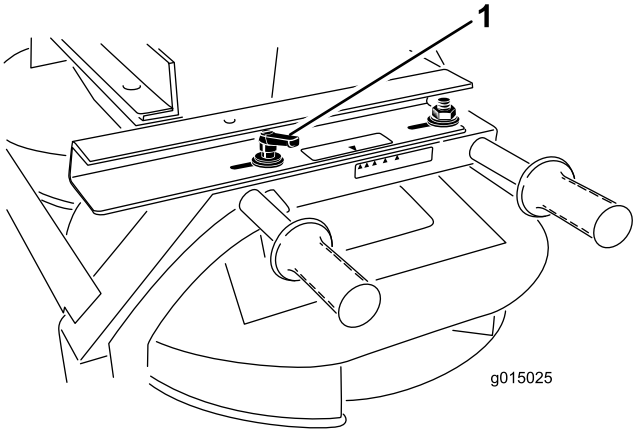

**Rysunek 43**
1. Zwolnij uchwyt z każdej strony podwójnego rozrzutnika (Rysunek 43).